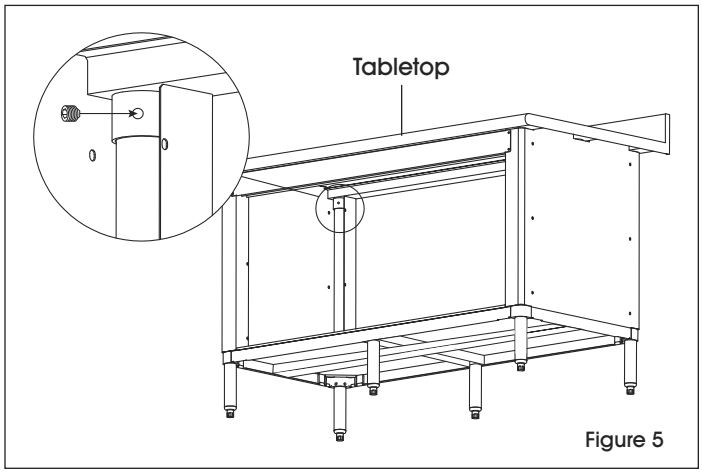

Figure 5
6. Place tabletop onto legs, inserting legs into tabletop gussets. With a 5/32" Allen wrench, tighten set screw on each gusset. (See Figure 5)